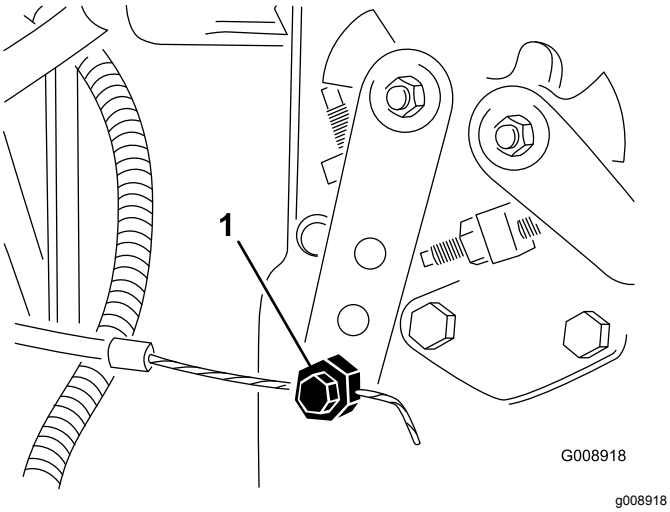

Figur 72
2. Løsn gaskabelforbindelsesdelen på indsprøjtningspumpens løftearm (Figur 72).